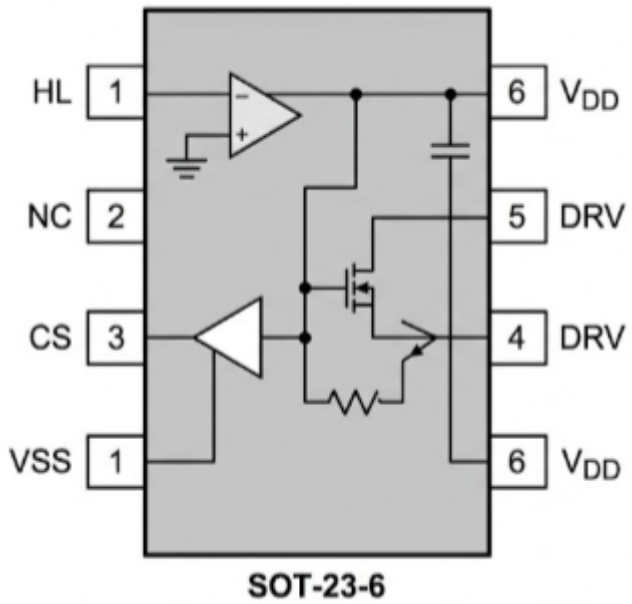

FIGURE 1: INTEGRATED CIRCUIT PINOUT
- **ON-State**: As shown in the typical application circuit (Figure 1), when the external MOSFET is turned on, the input voltage (V_{in}) charges the inductor (L_1) through the LED string, the inductor, the MOSFET, and the current sense resistor (R_{cs}).